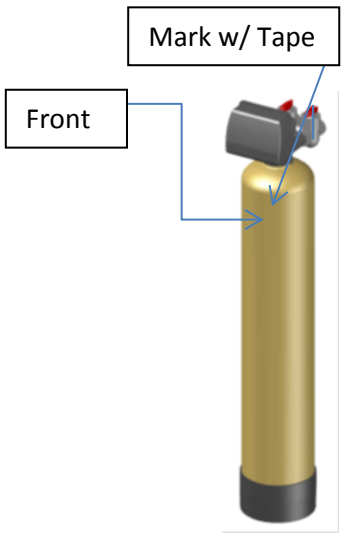

Figure 4: Resin Tank
c. Mark the "front" of each resin tank (shown in Figure 4) with either a marker or tape. The front of the resin tank is determined by the location of the face of the control valve once it has been secured to the face of the control valve. Make sure that the system is positioned in a way that the plumbing can be installed.